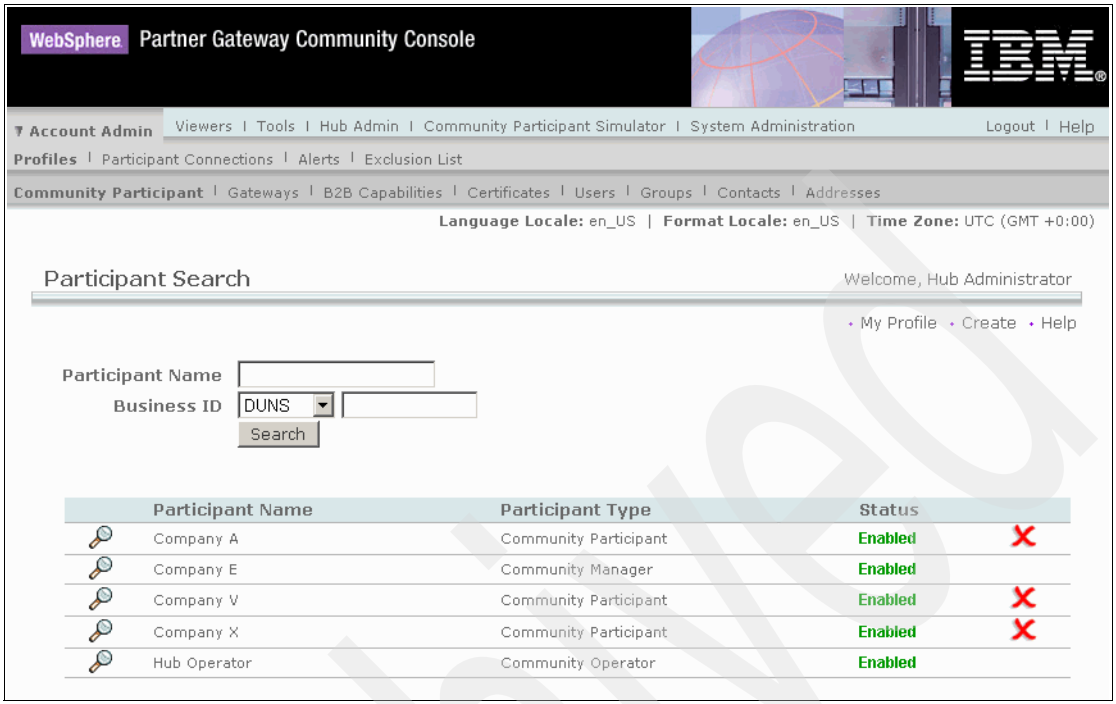

Figure 13-6 Selecting the Participant Company V
3. Locate the profile of Company V and click the **magnifying glass** icon next to it as shown in Figure 13-6 on page 427. Select **B2B capabilities** in order to enable Company V to handle EDI X12 files with no packaging.